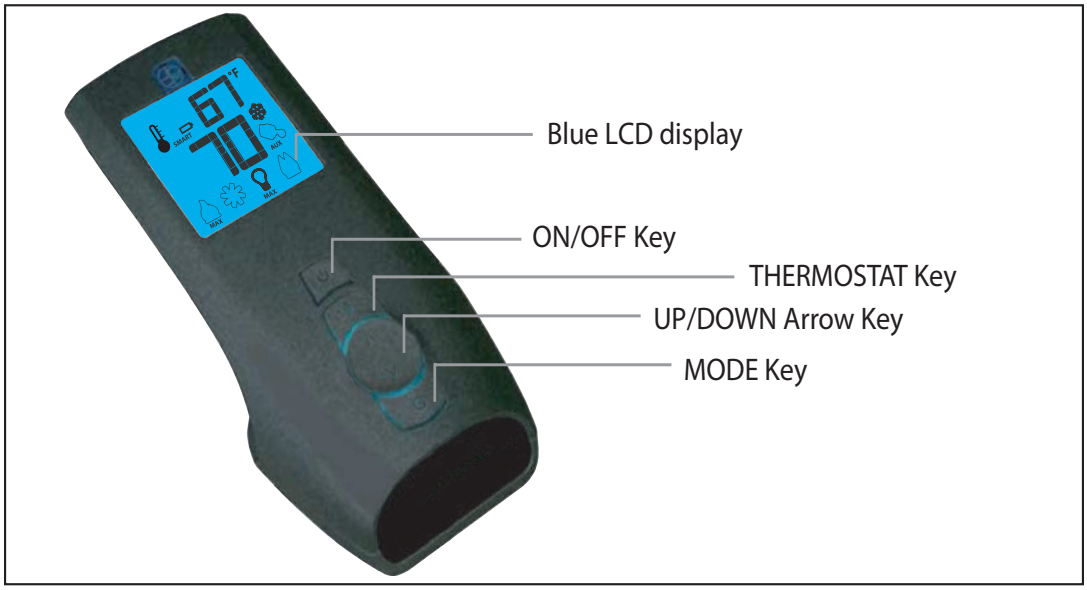
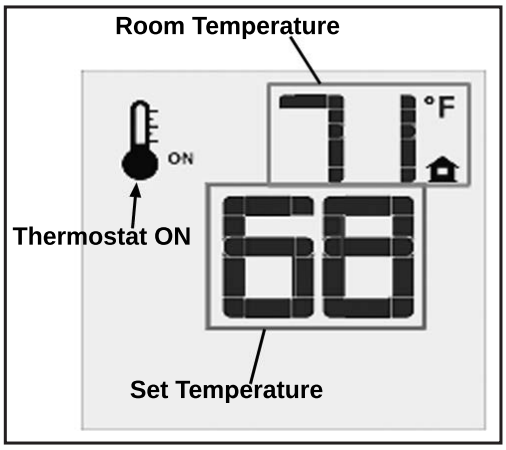
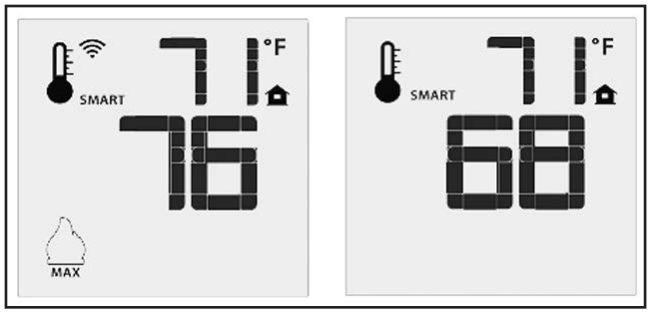
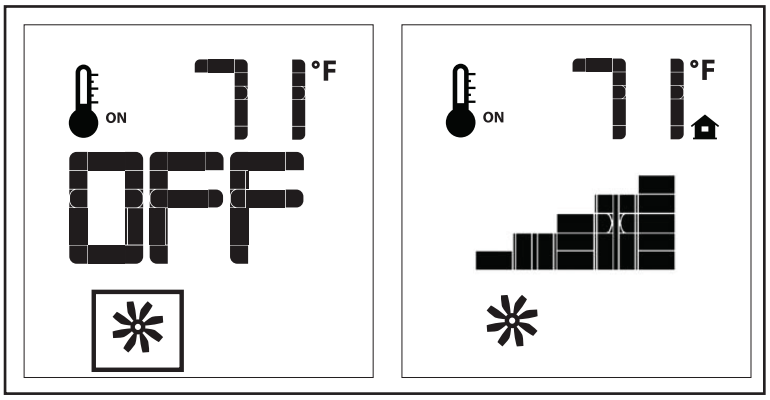

Figure 5: Proflame 2 Transmitter.
Figure 9: Remote Control Displays Set Temperature.
Figure 10: Remote Control's Smart Flame Function.
Figure 12: Fan Control
The Proflame 2 Transmitter is a remote control with a blue backlit lcd display. It uses a streamline design with a simple button layout and informative lcd readout (Figure 5). The Transmitter is powered by three (3) AAA type batteries. A Mode Key is provided to Index between the features and a Thermostat Key is used to turn on/off or index through Thermostat functions (Figure 5 & 6).
Press the ON/OFF Key on the Transmitter. The Transmitter LCD display will only show the room temperature and Icon (see Figure 9). A single "beep" from the IFC confirms reception of the command and both the pilot light (if the unit is not set to continuous pilot) and main burner will turn off.
The Remote Control can operate as a room thermostat. The thermostat can be set to a desired temperature to control the comfort level in a room. To activate this function, press the Thermostat Key (see Figure 5). The LCD display on the Transmitter will change to show that the room thermostat is "ON" and the set temperature is now displayed (see Figure 9). To adjust the set temperature, press the Up or Down Arrow Keys until the desired set temperature is displayed on the LCD screen of the Transmitter.
The Smart Thermostat function adjusts the flame height in accordance to the difference between the set point temperature and the actual room temperatures. As the room temperature gets closer to the set point the Smart Function will modulate the flame down. To activate this function, press the Thermostat Key (Figure 5) until the word "SMART" appears to the right of the temperature bulb graphic (Figure 10). To adjust the set temperature, press the Up or Down Arrow Keys until the desired set temperature is displayed on the LCD screen of the Transmitter.
The E30 comes with a convection fan that can be controlled with the Transmitter. The fan speed can be adjusted thorugh six (6) speeds. To control the fan press the MODE key (Figure 5) to index to the fan control icon (Figure 12). Use the UP/DOWN arrow keys to turn on, off, or adjust the fan speed (Figure 12). A single beep from the IFC will confirm the command has been received